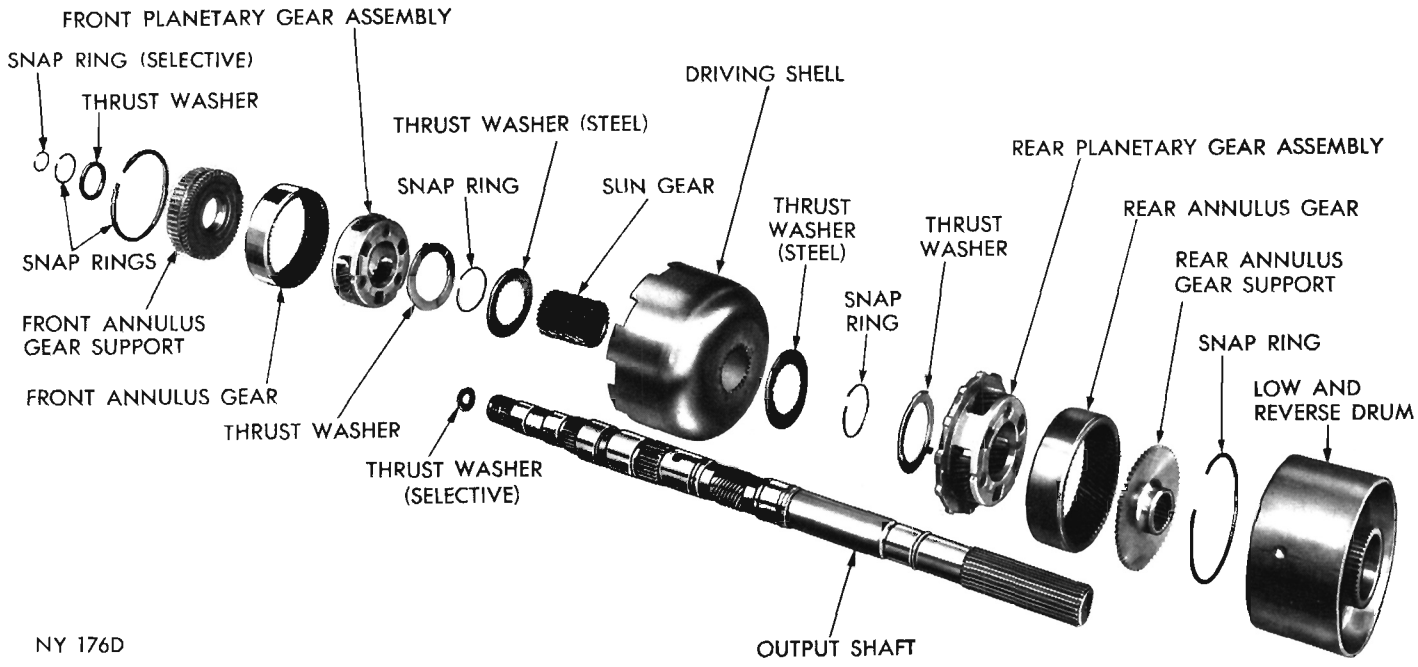

Fig. 84—Planetary Gear Train and Output Shaft Disassembled (A-904)
(1) Remove selective thrust washer from forward end of output shaft (Fig. 84).
(2) Remove selective snap ring from forward end of output shaft, then slide front planetary assembly off the shaft.
(3) Remove snap ring and thrust washer from forward hub of front planetary gear assembly, slide front annulus gear and support off planetary gear set (Fig. 84). Remove thrust washer from rear side of planetary gear set. If necessary, remove snap ring from front of annulus gear to separate support from annulus gear.
(4) Slide sun gear, driving shell and rear planetary assembly off the output shaft.
(5) Lift sun gear and driving shell off rear plan-
Refer to Figure 84 for parts reference.